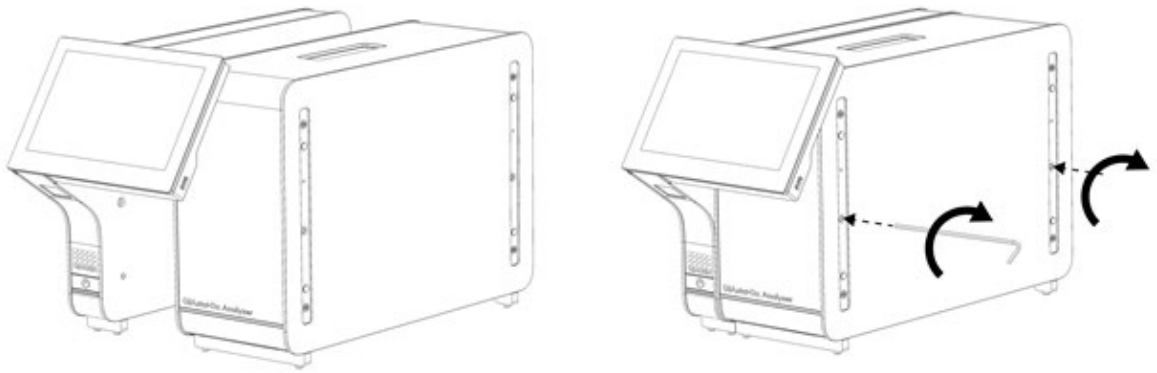

Figur 6. Montering av driftsmodulen på den analytiske modulen.
3. Ta driftsmodulen ut av esken, og fest den til venstre side av den analytiske modulen. Stram skruene med monteringsverktøyet for den analytiske driftsmodulen. Dette er inkludert i leveransen av QIAstat-Dx Analyzer 2.0 (figur 6).